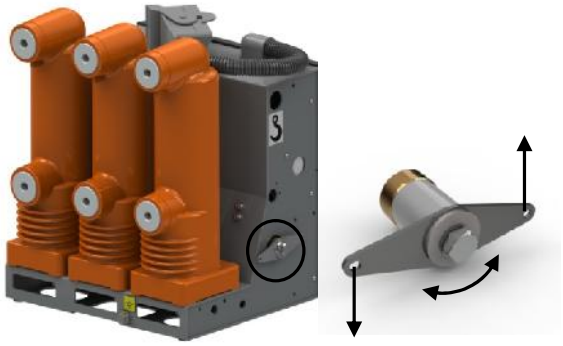

Рис. 8 Механическая блокировка внешних устройств
1.4.1.6.4 Механическая блокировка внешних устройств (рис. 8) служит для реализации блокировок внешних устройств в ячейках КСО и применяется только в выключателях исполнения S. Габаритно-присоединительные размеры указаны в Приложении 1.